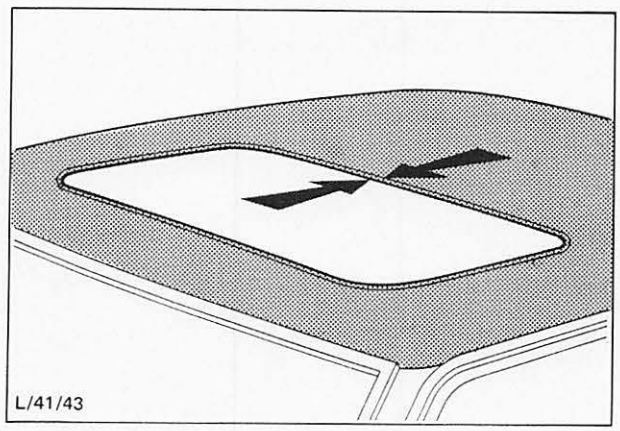

Abb. 13 Spaltmaß Kurbeldach. Zur Einstellung Dichtungsgummi entfernen und Dichtungsflansch verbiegen.
3. Kurbeldach schließen und Spaltmaß, Abb. 13, auf folgende Maße überprüfen: